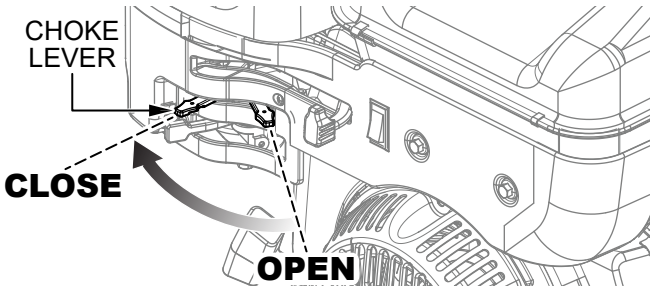

Figure 40. Choke Lever (Closed)
5. If starting a cold engine, place the engine choke lever in the **CLOSED** position (Figure 40).